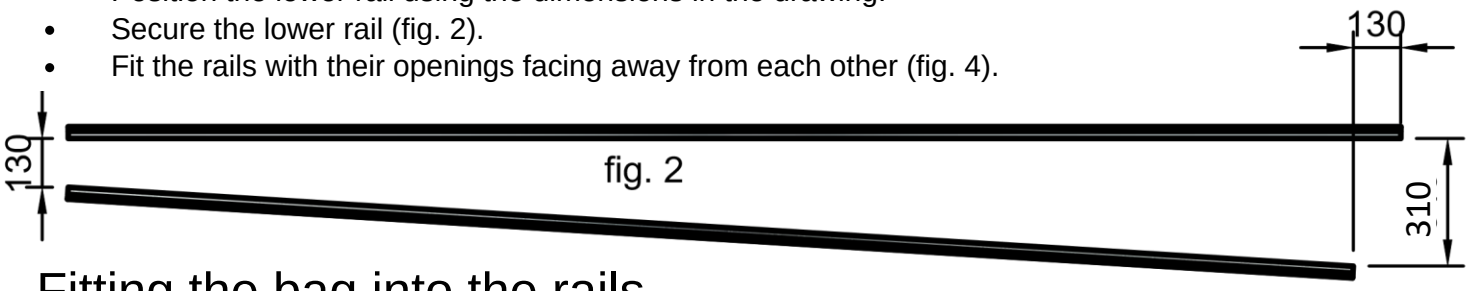

fig. 2
- Secure the lower rail (fig. 2).